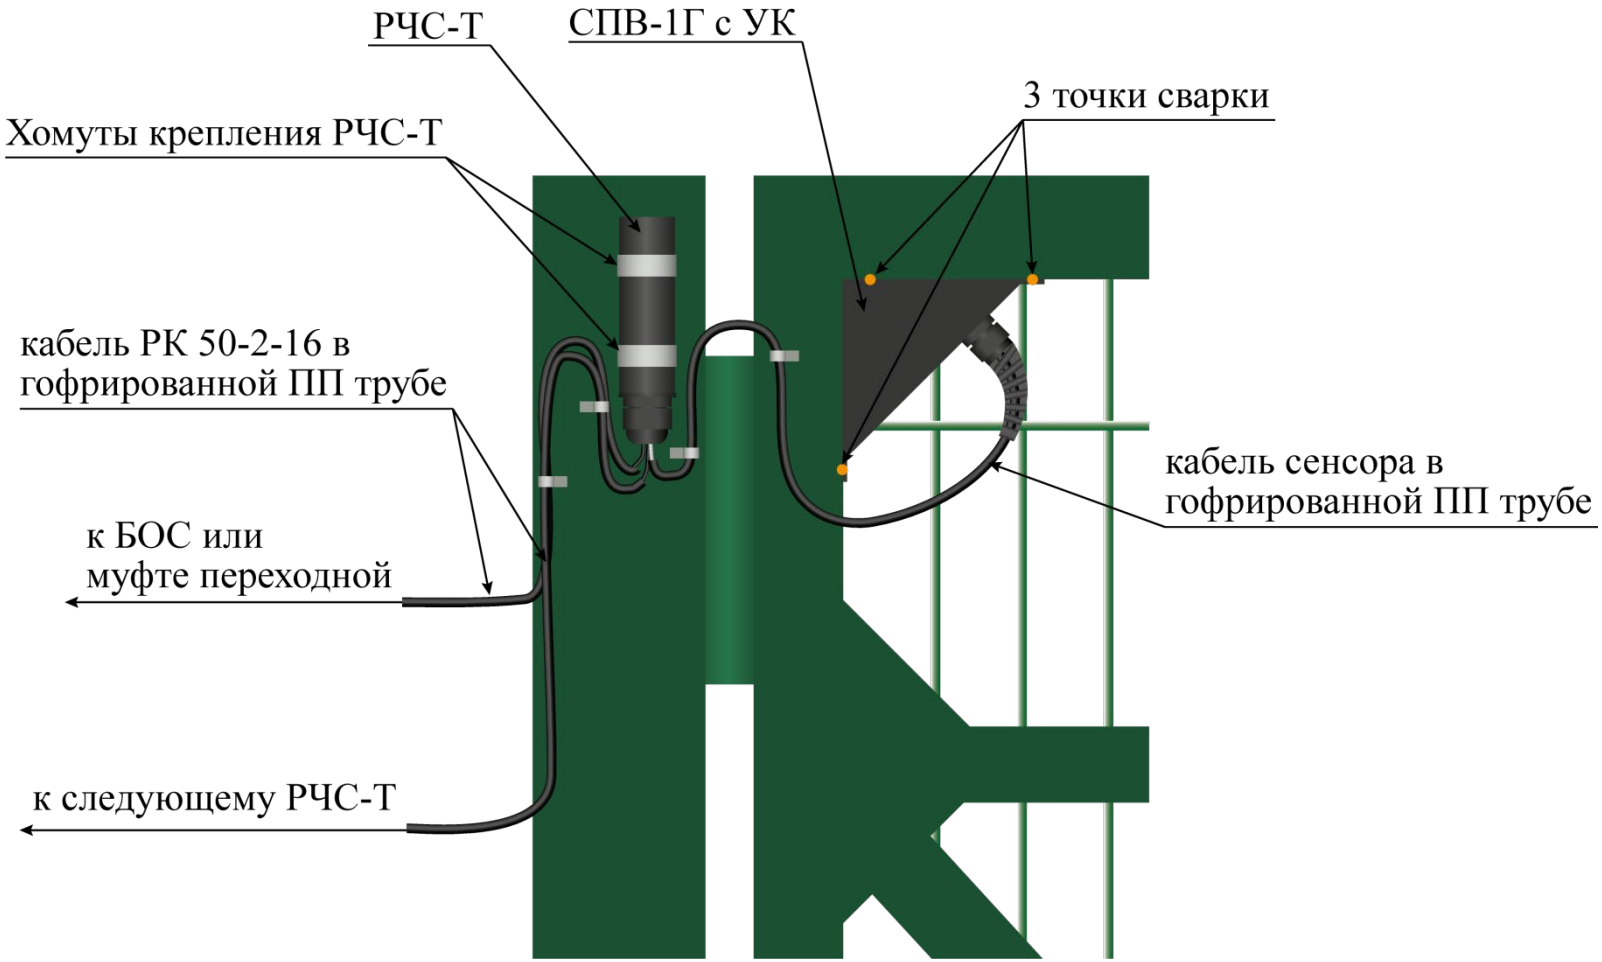

Рисунок 4.39 – Установка сенсора СПВ-1Г с узлом крепления
– сенсор расположить в углу створки ворот (калитки) со стороны петли (рисунок 4.39);
– узел крепления сенсора закрепить к каркасу створки методом сварки (рисунок 4.39);
– закрепить РЧС-Т хомутами к опоре ворот (калитки) или каркасу створки ворот (калитки) гермовводом вниз (рисунок 4.39);
– закрепить к опоре ворот (калитки) металлическими скобами металлорукава с кабелем РК (рисунок 4.39);
– один кабель РК подключить к БОС или к муфте переходной (в зависимости от проекта), другой через протяжную коробку к следующему РЧС-Т (рисунок 4.39).